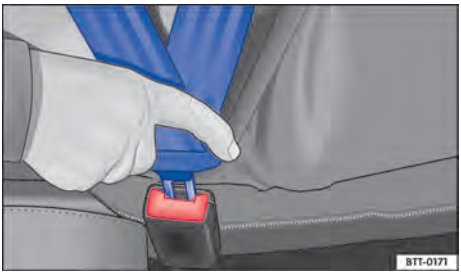

Fig. 29 Introduzir a lingueta do cinto de segurança no fecho do cinto de segurança.
– Introduzir a lingueta do cinto firmemente no fecho do cinto de segurança correspondente ao assento → Fig. 29.